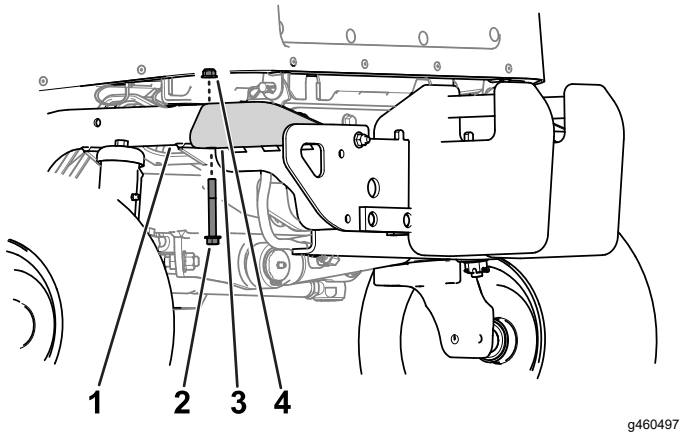

Figur 15
1. Fjern flangehovedbolten (⅜ x 3") og flangemøtrikken (⅜"), der fastgør kofangeren på det bageste rørstel på hver side af kofangeren (Figur 15).